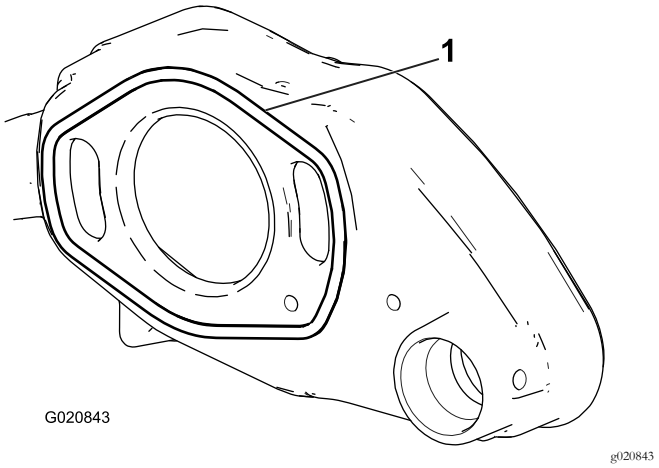

Figur 5
1. Monter den nye O-ring bag i trimmerhuset, og smør let O-ringens blotlagte overflader med syntetisk smørefedt (Figur 5).